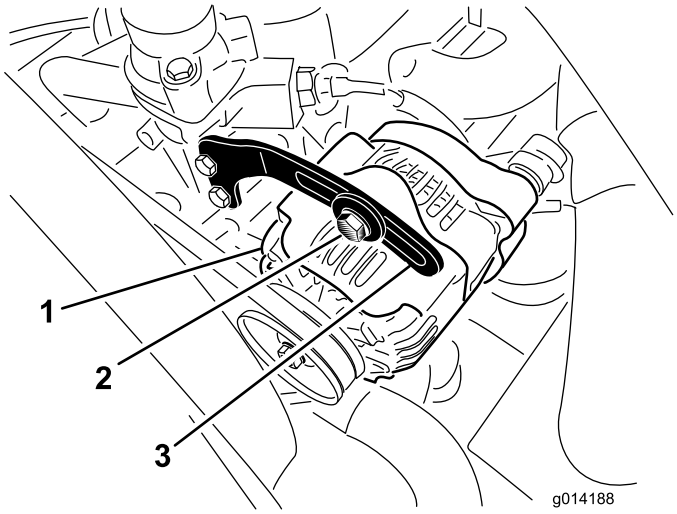

Figura 57
2. Controllate la tensione della cinghia dell'alternatore premendola (Figura 57) al centro tra l'alternatore e le pulegge dell'albero a gomito con una forza di 10 kg.
3. Allentate il bullone che fissa il supporto all'alternatore (Figura 57) e il bullone di rotazione dell'alternatore.